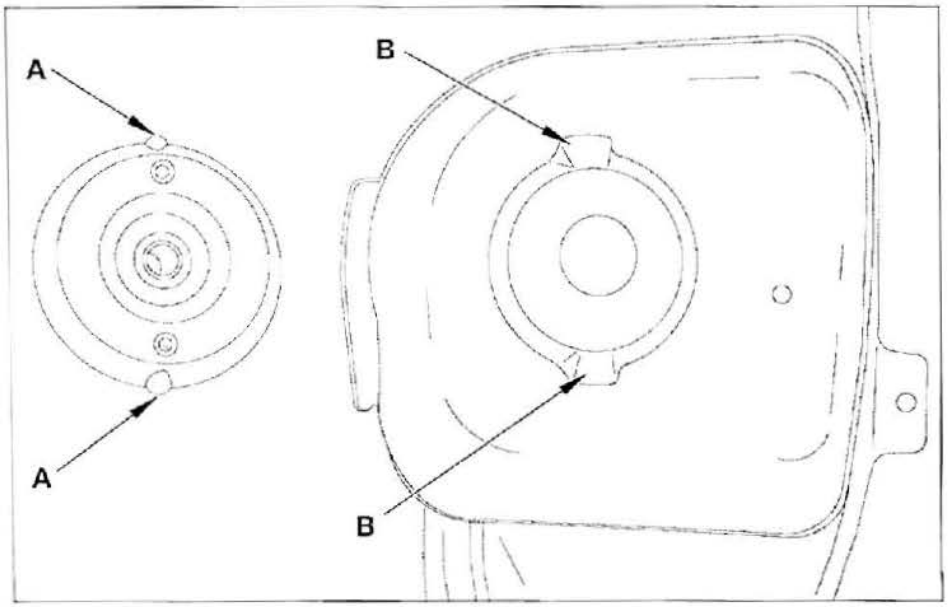

FIG. 3
• Poner los apoyos "A" del soporte de amortiguador en los embutidos "B" del paso de rueda **(fig. 3).**